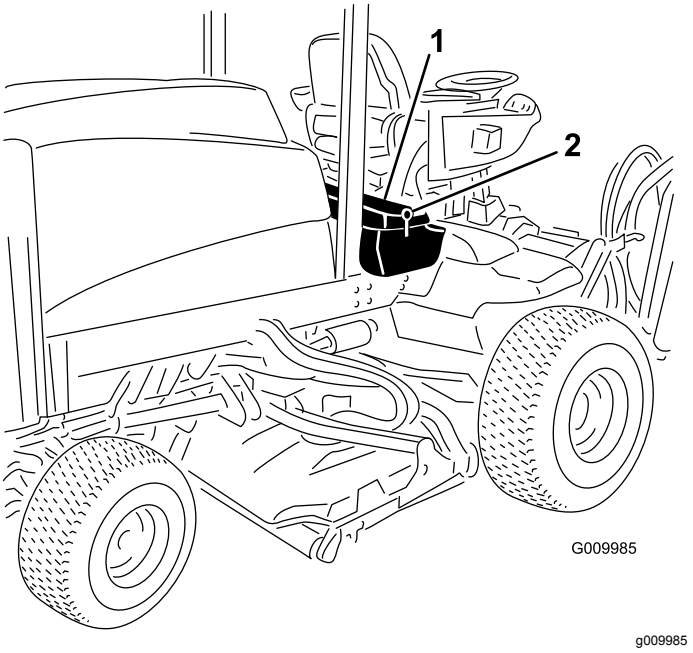

Figur 60
1. Lås opp og hev konsollpanelet (Figur 60).